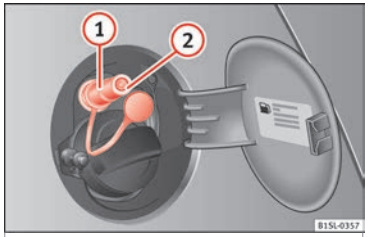

Fig. 167 Tank flap open: gas filler mouth (1), filler mouth retainer (2)
- Remove the plug from the gas filler mouth ››› Fig. 167 (1).